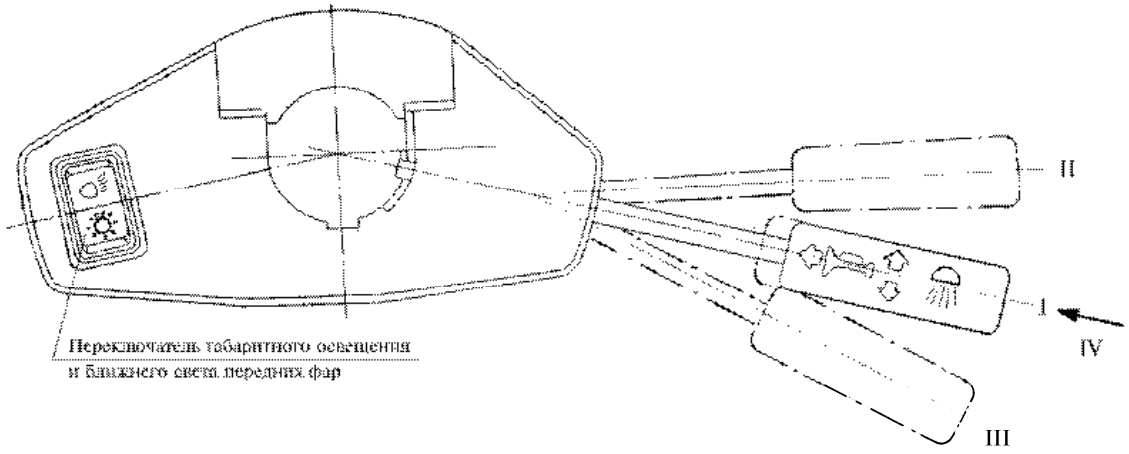

Рис. 22 Схема положений рукоятки комбинированного переключателя указателей поворота и света
– включить габаритные фонари перед началом движения, для чего клавишу (рис. 22) поставить в первое фиксированное положение вверх от нейтрали;